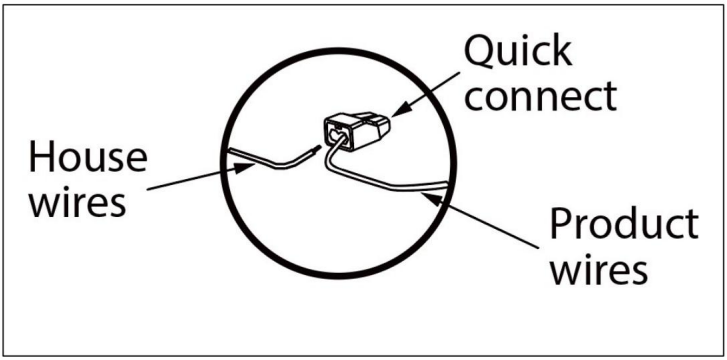

Fig.1.
3. **Kontrollera att den avskalade änden av ledningarna är helt införd på baksidan av kontakten. (Se bild 1.)**